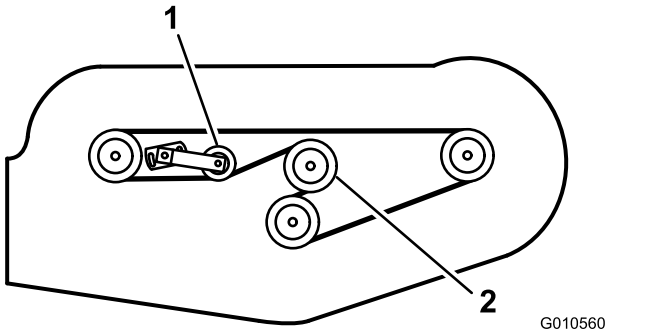

Figur 30
6. Montera en ny rem runt växellådsskivan, spindelremsskivorna, den stationära mellanremsskivan och den justerbara mellanremsskivan (Figur 30).